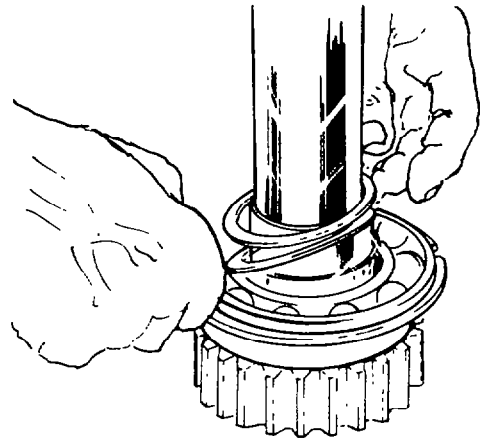

Fig. 189 — Installing the Spirolox Snap Ring
c. Install the bearing retaining spirolox snap ring (see fig. 189).